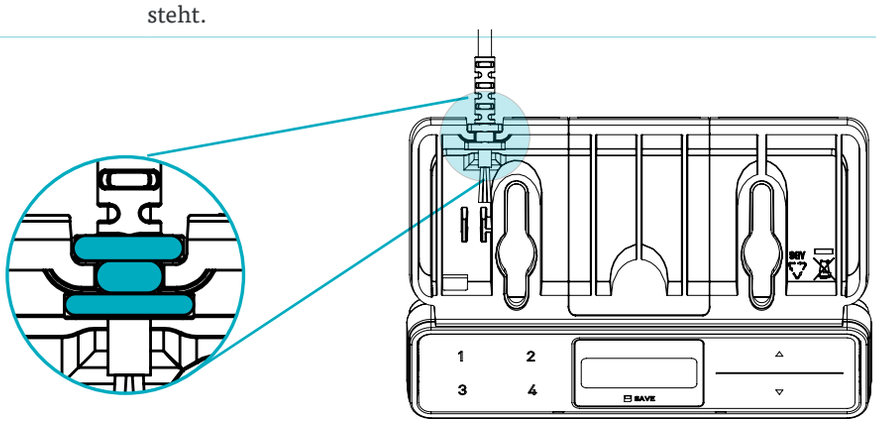

Abb. 6: Einsetzen der DMUI-TOUCH-C-FX-LD Zugentlastung
2. Stecken Sie die Zugentlastung in den dafür vorgesehenen Schlitz am Handschalter (Abb. 6).